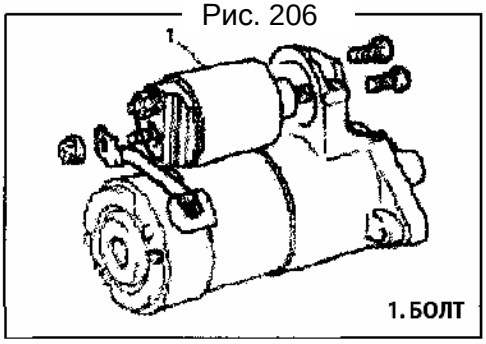

Рис. 207
16) Установите втягивающее реле в сборе и подсоедините провода к контактам (Рис. 207).